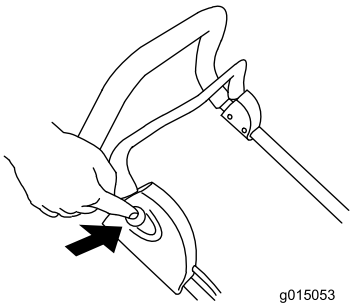

Рисунок 9
3. Нажмите и удерживайте в нажатом положении кнопку на левой стороне рукоятки (Рисунок 9).